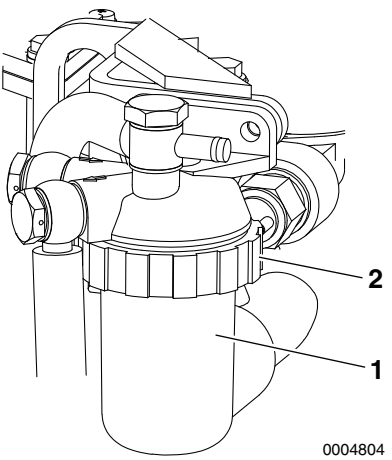

Figure 8
3. Remove the filter case by loosening the retaining ring **(Figure 8, (2))**. Turn the ring counterclockwise using a filter wrench.
4. Remove the housing **(Figure 8, (1))** and remove the element. Replace the element with a new one.